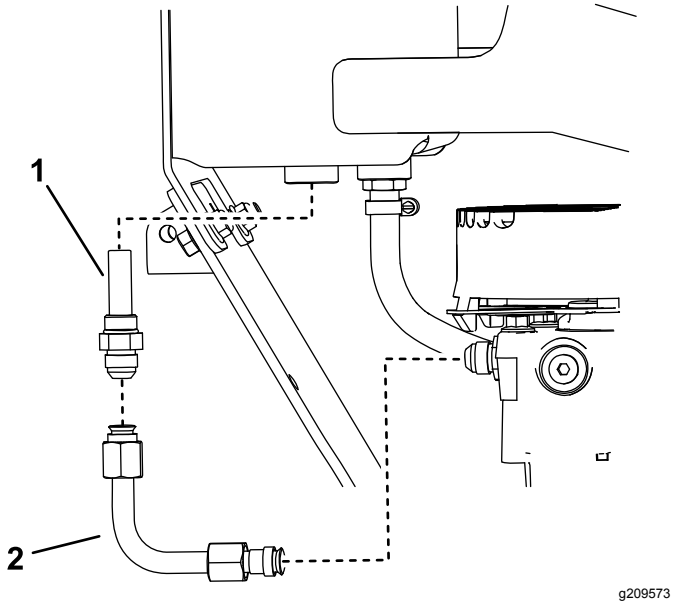

Figura 12
6. Retire el tubo y el acoplamiento de filtro del depósito y la bomba (Figura 12). Deseche el acoplamiento de filtro.
7. Instale el acoplamiento de filtro nuevo al depósito (Figura 12). Apriete el acoplamiento a 79–98 N·m (58–72 pies-libra)
8. Instale el tubo en el acoplamiento de filtro y la bomba (Figura 12).